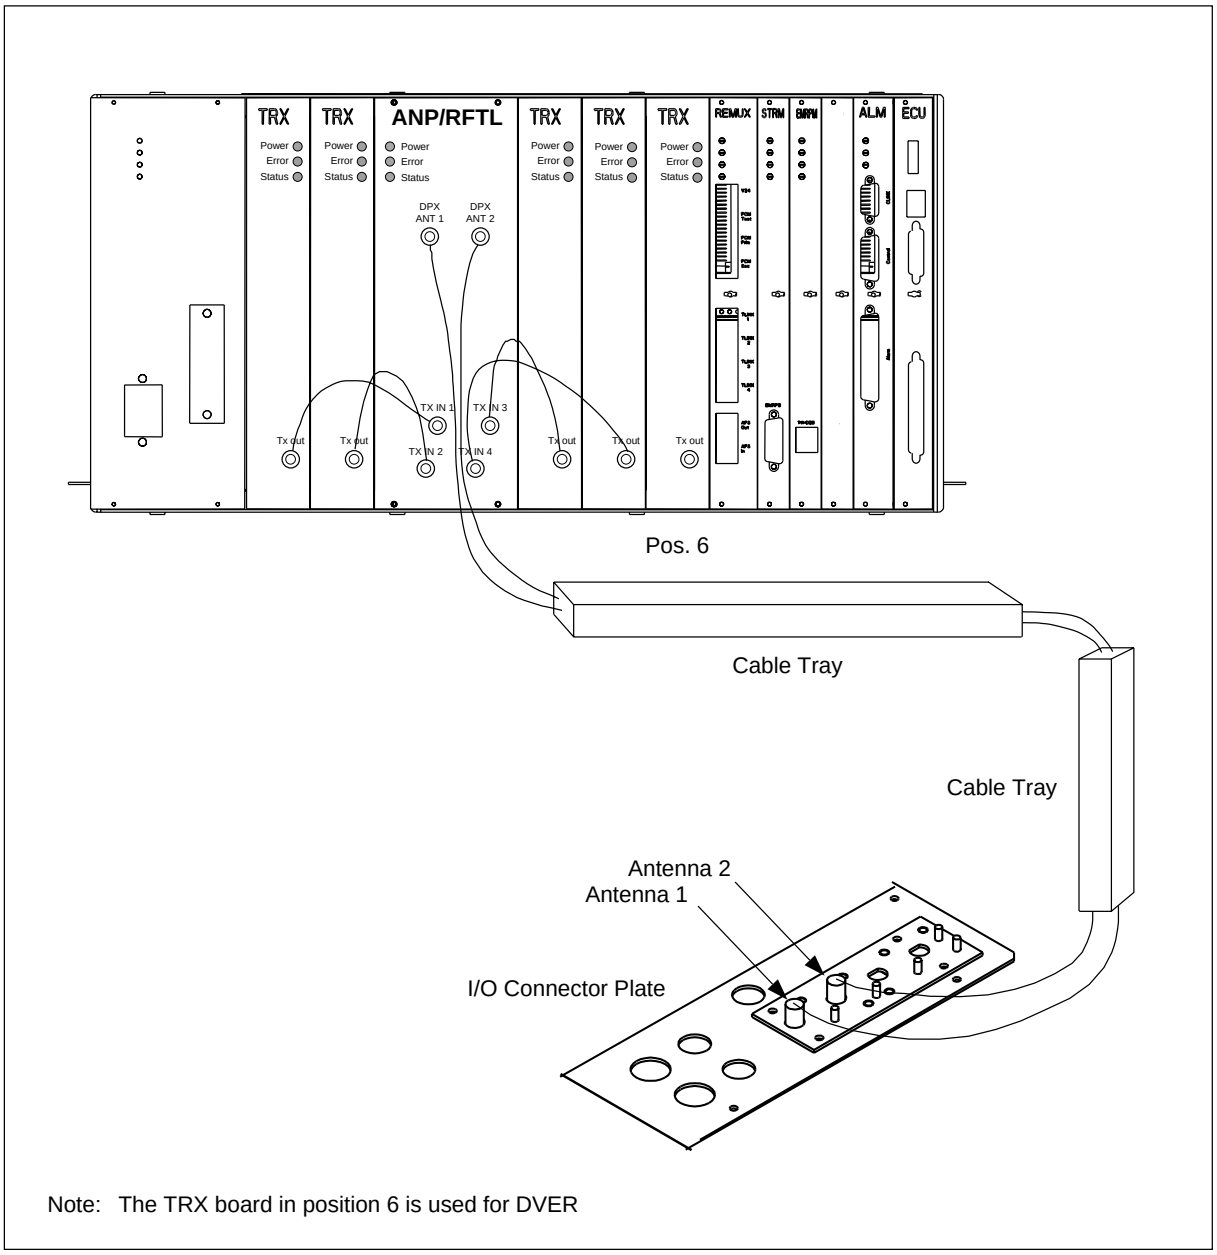

Figure 4-35. Antenna Cable Connections for a Cabinet Using Two Antennas
5. Connect the four ANP to TRX cables (RPM 113 1443/2) from the "TX Out" connector on the TRX unit to the appropriate TX IN connector on the ANP/RFTL unit. See Figure 4-35 on page 4-51 for the location of the connectors.
6. The ANP/RFTL unit has cable connections for two or four antennas depending on the type of unit installed. Figure 4-35 on page 4-51 illustrates two antennas and Figure 4-36 on page 4-52 illustrates four antennas. The cables are listed in Table 4-10 on page 4-52. The cable numbers for either a two-antenna or four-antenna configuration are the same. Install the antenna cables as follows: